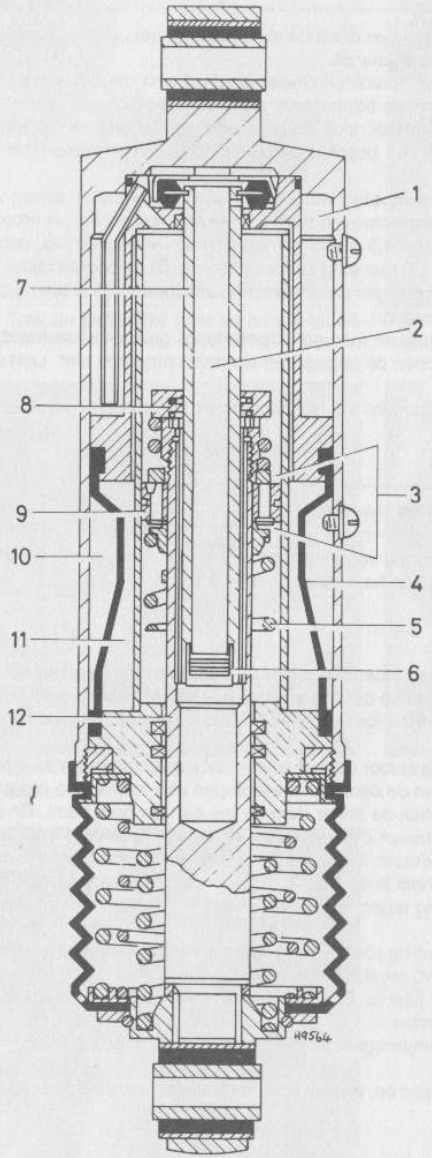

FIG. 7.4 NIVOMAT VEERELEMENT
2. Het veerelement werkt als volgt (zie fig.7.4): de pompstang zit in rubber aan de bovenkant van de demper. Als de demper beweegt, wordt er olie uit de lagedrukkamer via boringen naar de inlaatklep van de pomp gezogen. Vandaar wordt de olie door de regelklep naar de hogedrukkamer geperst. Daardoor wordt het gas, dat door een membraan gescheiden wordt van de olie, onder druk gezet. Door de hogere druk wordt het veerelement langer, waardoor de rijhoogte toeneemt tot een bepaalde maat. Als die bereikt is, opent zich een klep waardoor er olie terugstroomt naar de lagedrukkamer. De demping wordt door de pompende werking bereikt en door veerbelaste demperkleppen. Als de belasting te hoog wordt, gaat er een veiligheidsklep open, zodat de druk niet te hoog kan oplopen; de juiste rijhoogte wordt dan niet bereikt.